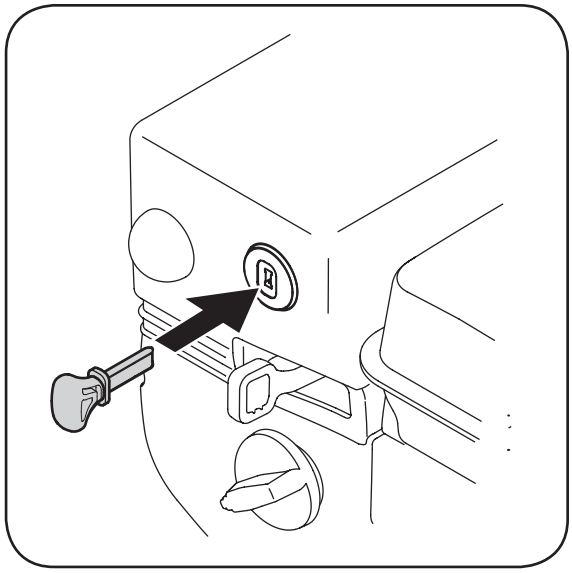

Figure 2-5: La clé de contact est un dispositif de sécurité.
1. Placez la clé de contact dans la fente. Figure 2-5. Vérifiez qu'elle s'emboîte bien. NE la tournez PAS. Le moteur ne peut pas démarrer tant que la clé n'est pas bien enfoncée dans le commutateur d'allumage.
2. Placez la clé de contact dans la fente. Figure 2-5. Vérifiez qu'elle s'emboîte bien. NE la tournez PAS. **Le moteur ne peut pas démarrer tant que la clé n'est pas bien enfoncée dans le commutateur d'allumage.**